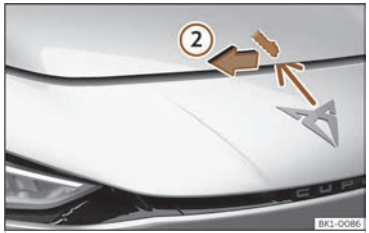

Fig. 184 Lever under the bonnet.
- To lift the bonnet, press towards the left on the lever located under the bonnet, in the centre ››› **Fig. 184** ②. The fastening hooks are unlocked.